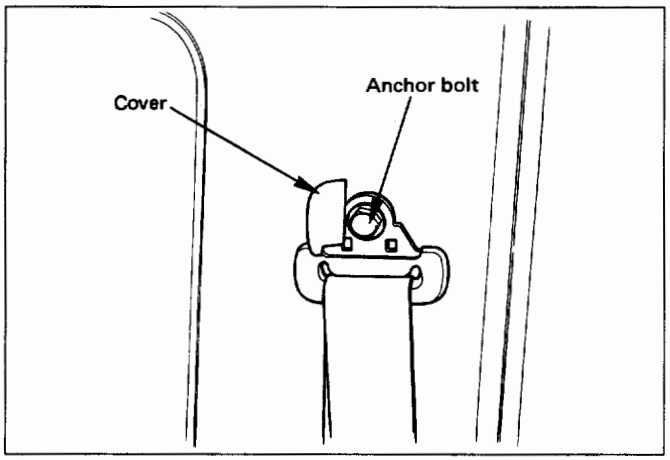

Fig. 10-112
10. **Front seat belt anchor bolt cover and anchor bolt (Fig. 10-112)**